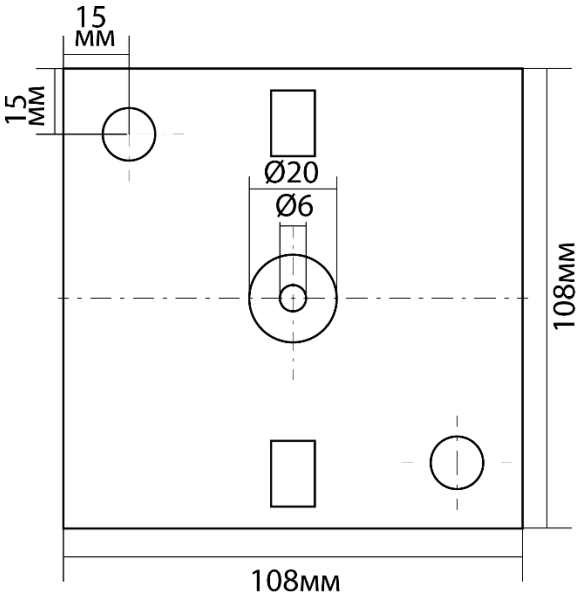

Рис. 2 Основание светильника
2. Затем, используя основание светильника, просверлите в монтажной поверхности два отверстия и вставьте в отверстия пластиковые дюбели. Закрепите основание светильника на монтажной поверхности при помощи двух саморезов (Рис. 2).